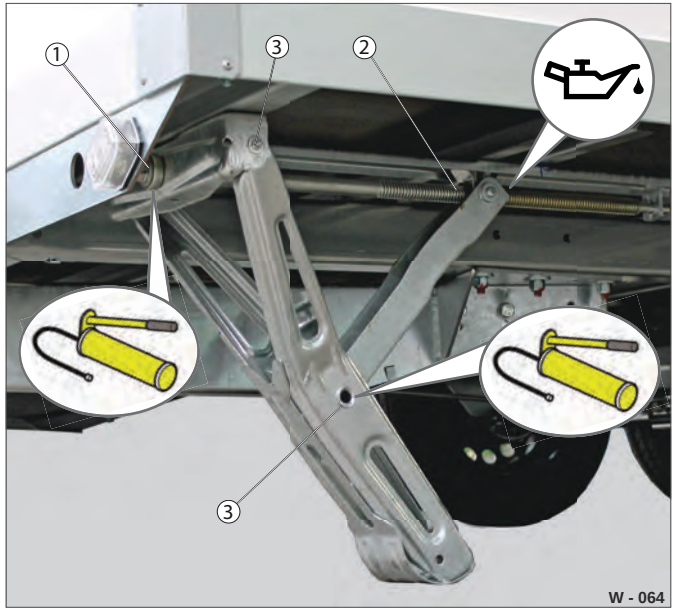

Fig. 60 Svingbare støtteben: Smøresteder
Den åbne spindel (Fig. 60 /2) må ikke smøres med fedt! Fedt hærder ved lave temperaturer - Risiko for funktionssvigt.
▶ Dryp lidt maskinolie på den åbne spindel (Fig. 60 /2).
▶ Smør lejestedet på firkanttappen (Fig. 60 /1) og lejestedet (Fig. 60 /3) udvendigt med fedt.